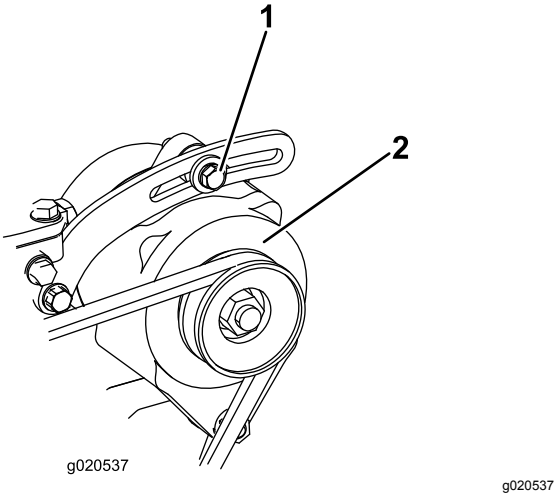

Figur 89
1. Om nedböjningen inte är 10 mm lossar du generatorns fästbultar (Figur 89).